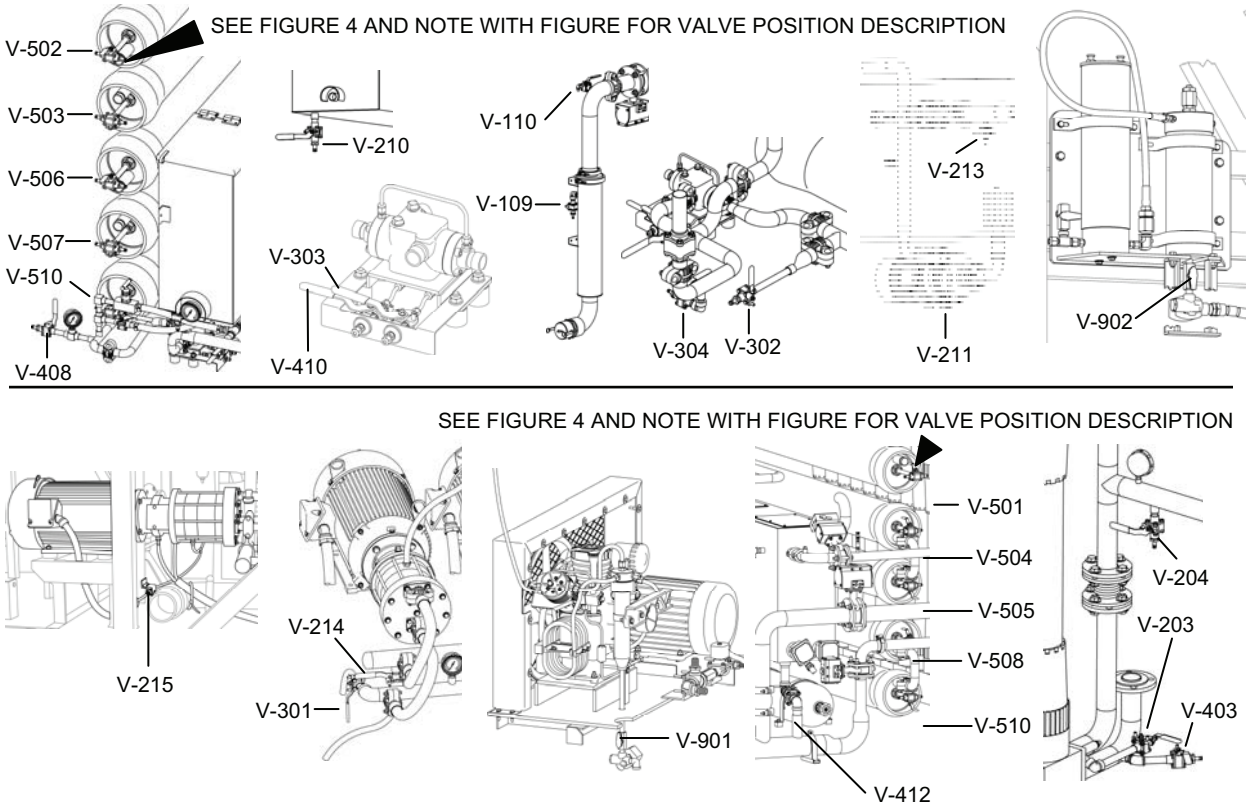

Figure 5. Drains to Open for Cold Weather Emergency Shutdown.
1. Open all drain valves on the TWPS (Table 2 and Figure 5).